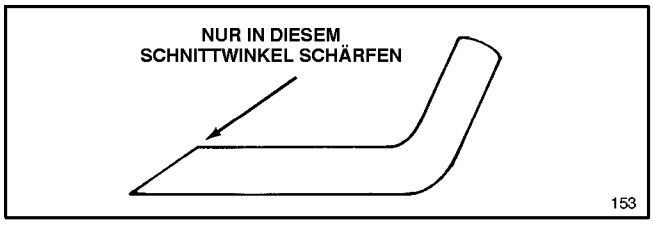

Abbildung 25
6. SCHÄRFEN DES MESSERS—Mit einer Feile die Oberkante des Messers (die zum Mähergehäuse zeigt) schärfen und dabei den ursprünglichen Schnittwinkel beibehalten (Abb. 25). Das Messer bleibt ausgewuchtet, wenn von beiden Schnittkanten gleichviel Material abgetragen wird.